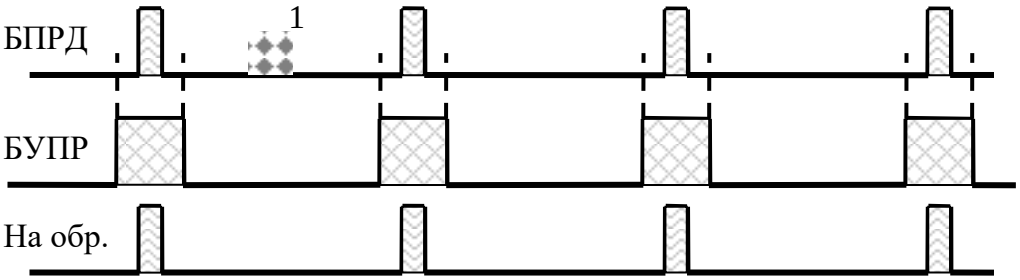

Рис. 6.11
6.2.6.5 Временная диаграмма на рис. 6.11 иллюстрирует сказанное в п. 6.2.6.3 и 6.2.6.4. Помеха 1 не попадает во временные ворота и «не пропускается» на дальнейшую обработку.